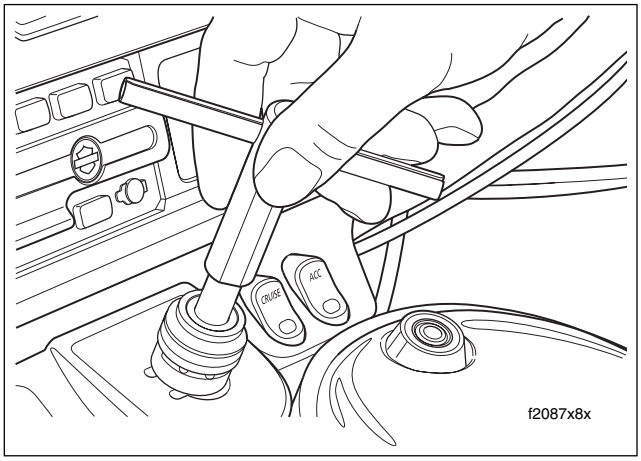

Figure 8-77. Rotate Alignment Tool Without Bottoming
b. Remove knob and insert alignment tool so that the bottom of the handle is approximately 1/2-3/4 inch (12.7-19.1 mm) from the top of the threaded post, and then hold. See Figure 8-77.